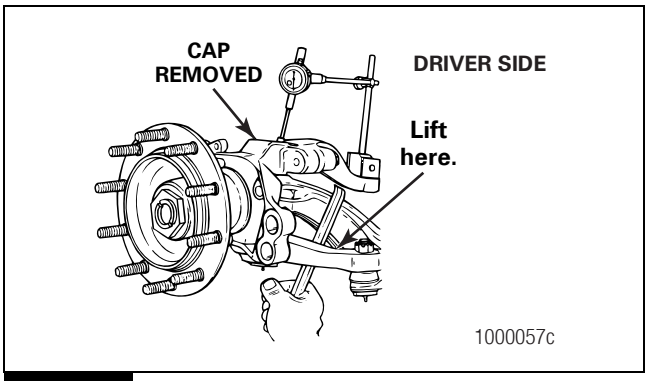

Figure 6.29
4. Raise the jack until the axle beam is slightly raised from the safety stands. Measure and record the dial indicator reading. Figure 6.29.